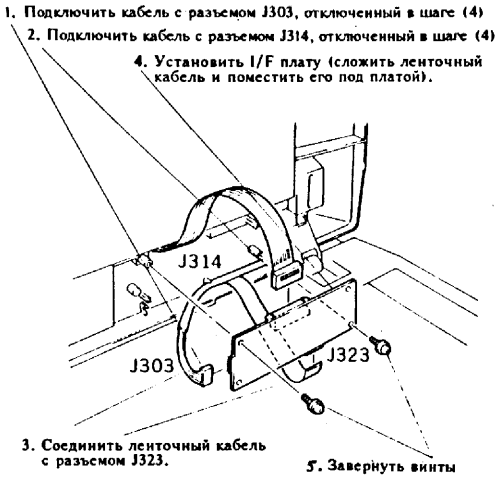

Рис.15 Установка I/F платы карты с интегральными схемами.
(6) Установить модуль карты на крышку стекла оригинала (рис.15).